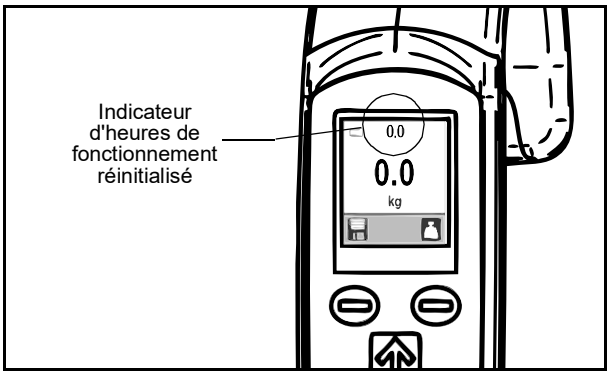

Fig. 4
5. Éteignez à nouveau l'unité à l'aide du bouton d'arrêt. La prochaine fois que l'unité sera allumée, les chiffres de l'indicateur d'heures de fonctionnement afficheront zéro (voir Fig. 4).